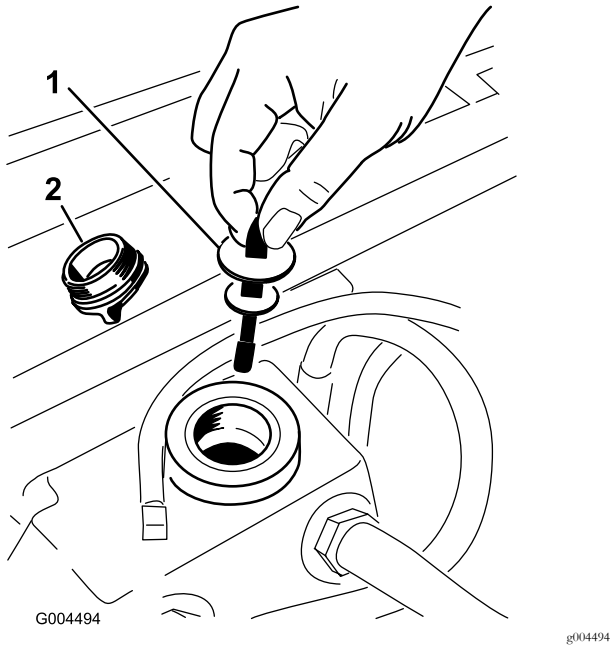

Figur 61
5. Lossa hydraultankens påfyllningslock från påfyllningsröret (Figur 61).
6. Ta ut oljestickan och torka av den med en ren trasa (Figur 61).
7. För in oljestickan i påfyllningsröret, ta ut den igen och kontrollera nivån (Figur 61).